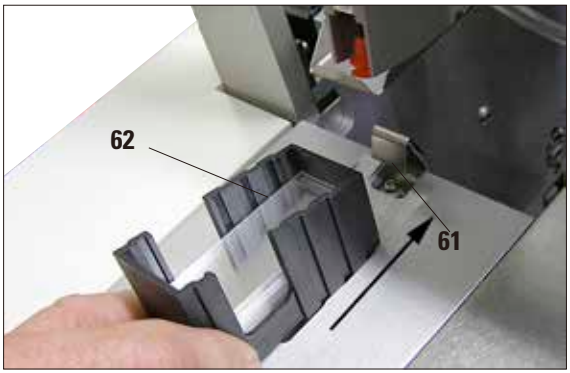

図 28
- 挿入後、カバーガラスマガジンの、装置前面の方向を指すエッジを軽く叩きます（こうすることですべてのカバーガラスが正しい位置にきます）。次に、このエッジからカバーガラスマガジンをカバーガラスマガジンホルダーに挿入し、カバーガラスマガジンが板ばね（**61**）で固定されるようにします（図 28）。